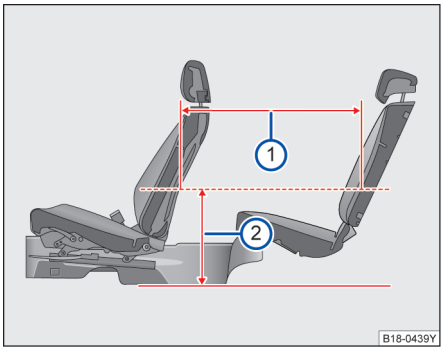

图 47 座椅座间距
当前排座椅前后位置：座椅最后往前滑动 125mm，高度及靠背角都处于设计位置；后排座椅位于设计位置时，在距离地板位置 474mm 处⇒图 47②，座间距为 831mm⇒图 47①，部分车型在距离地板位置 475mm 处⇒图 47②，座间距为 836mm⇒图 47① ◁